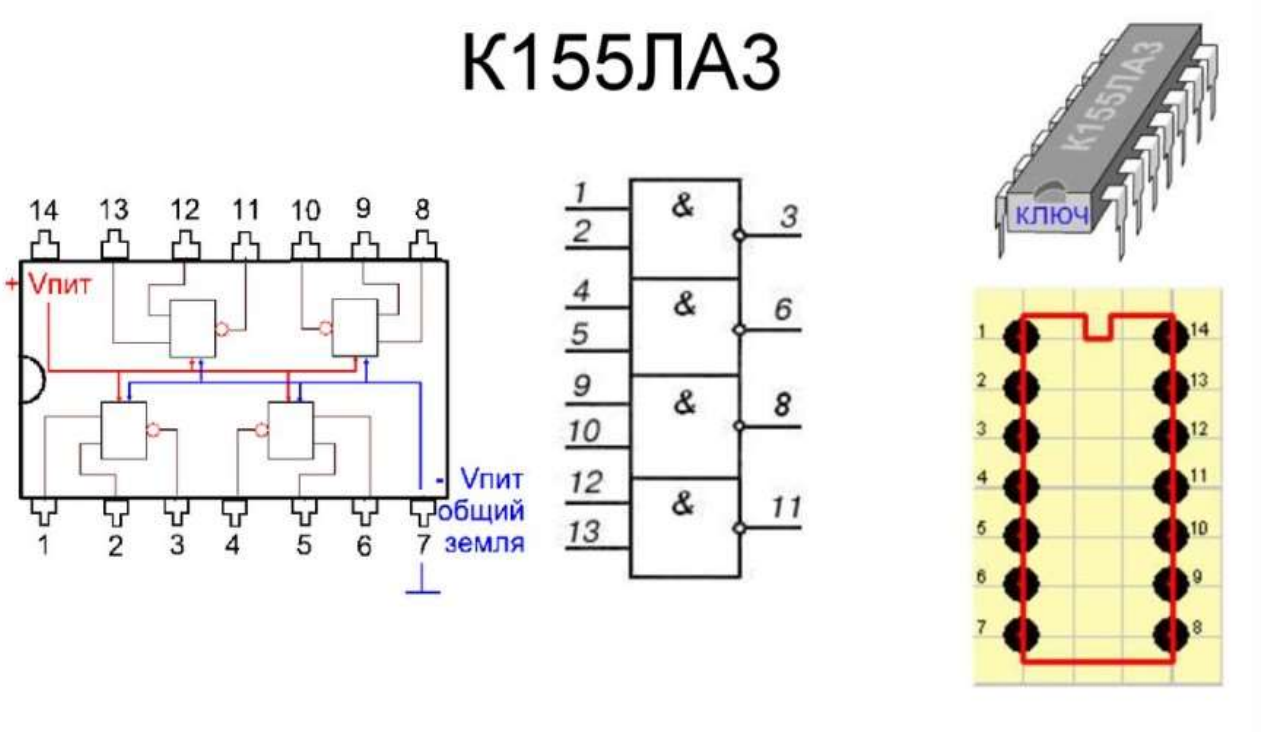

Рис. 3. Даташит ИС К155ЛА3
- корпус 201.14-1 (рис. 3).
Внутренняя логическая схема (рис. 3) в даташит обычно «привязывается» к расположению выводов корпуса ИС. Нумерация выводов («ножек», «пинов») осуществляется, начиная от «ключа» (выемка или метка на верхней поверхности корпуса) ПРОТИВ часовой стрелки. На условном графическом обозначении (УГО) выводы питания как правило не обозначаются. Буквенно-цифровое обозначение ИС на схемах – DD1, DD2 и т.д. Отдельные логические элементы, относящиеся к DD1, обозначаются как DD1.1, DD1.2, DD1.3 и DD1.4, к DD2 – DD2.1, DD2.2, DD2.3 и DD2.4 и т.д.